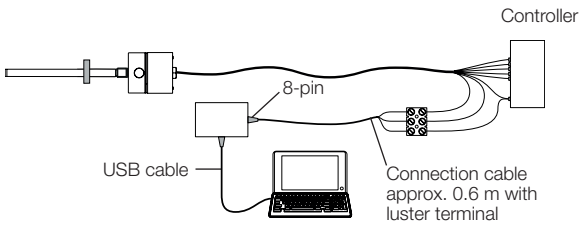

Fig. 6-1: Connecting the communication box with a cable connection
1) Recommended wire color when using the USB communication box (see Fig. 6-1 on page 17)